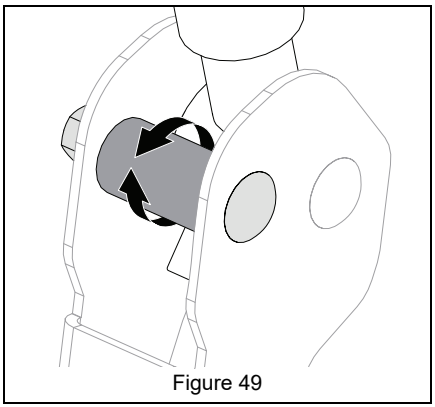

Figure 49
5. Turn eccentric spacer so levers are at the same height and have a 1.3 cm – 2.5 cm (1/2" – 1") gap between lever ends. See Figure 49.